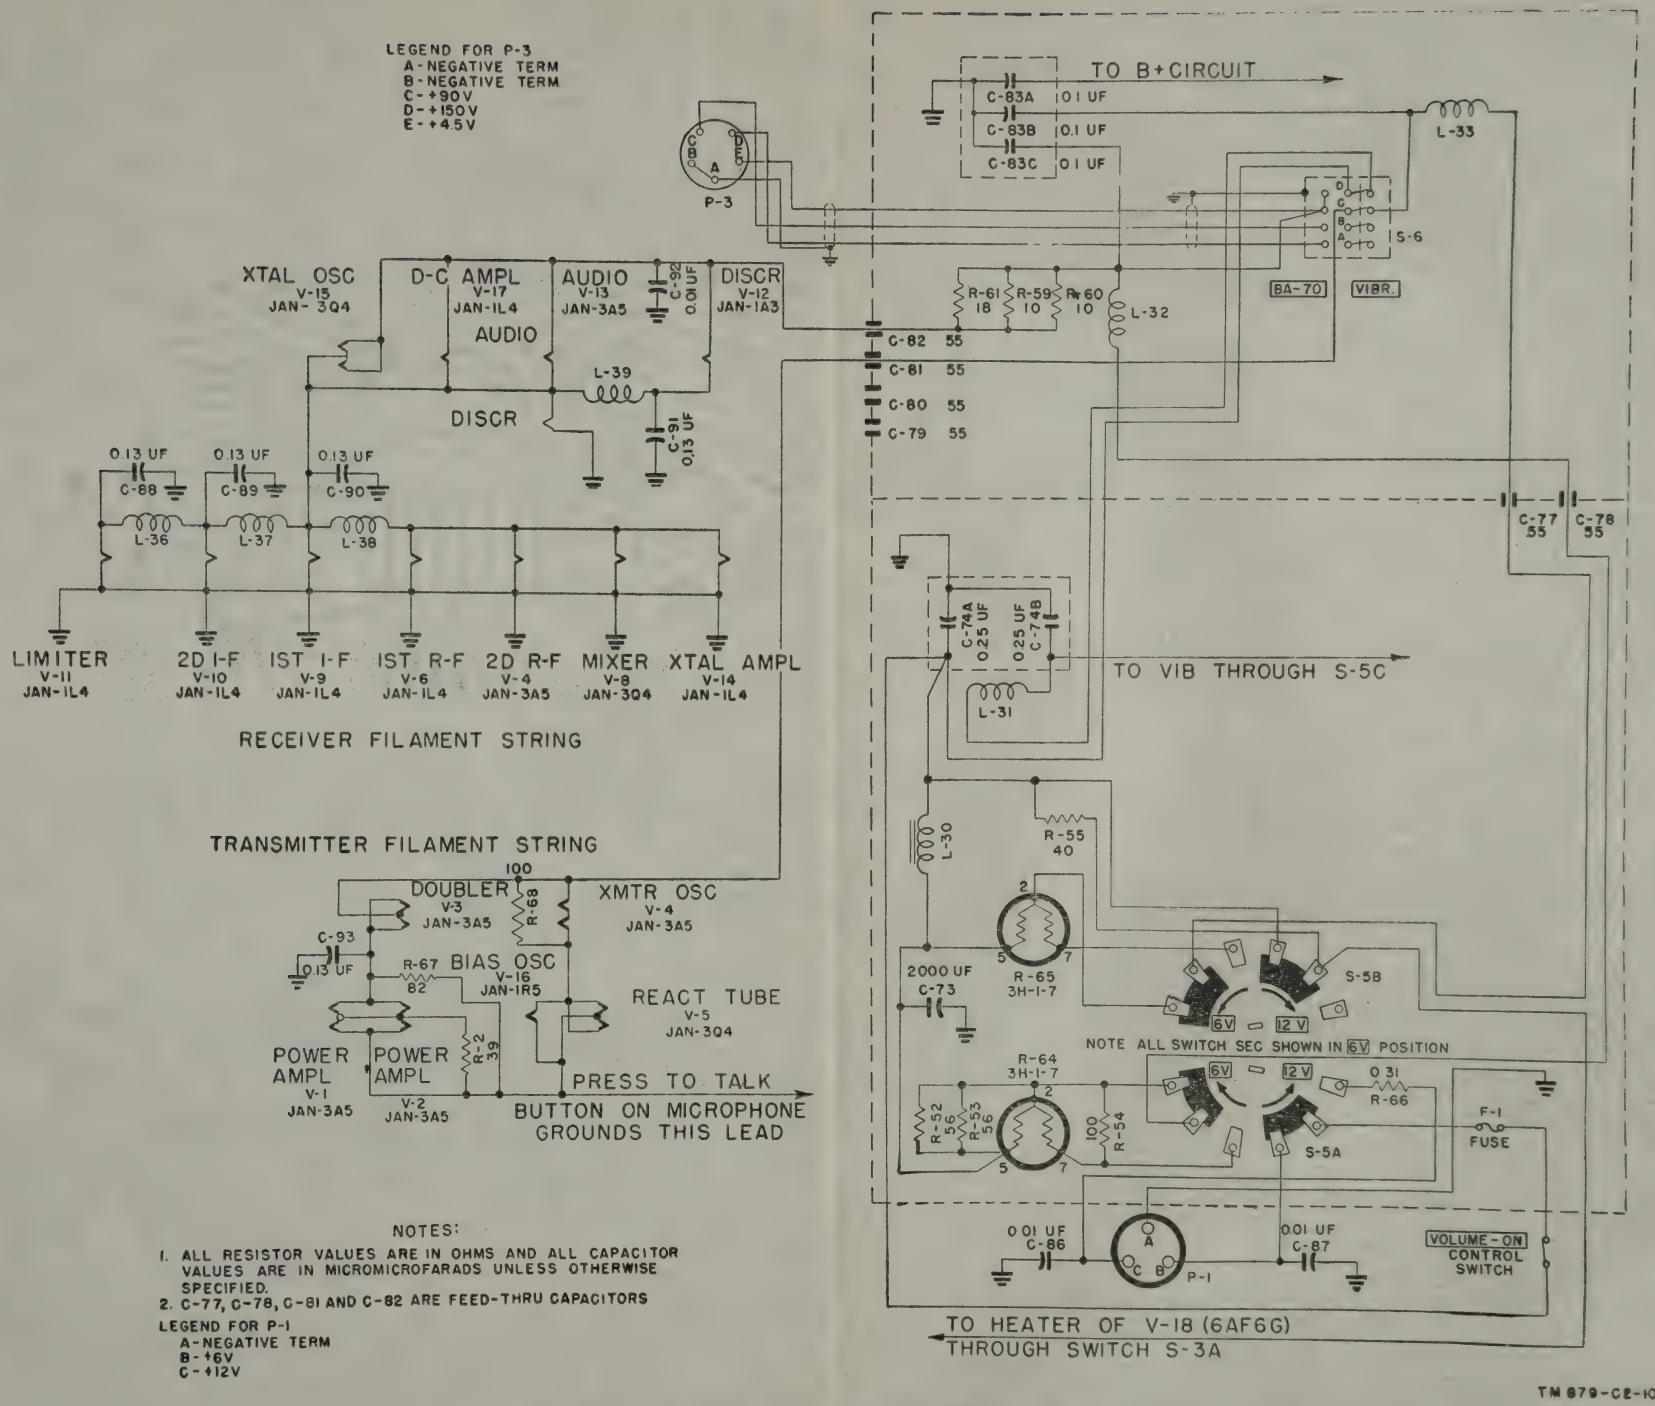

Figure 36.1. Receiver-Transmitter BC–1335–A, filament supply circuit schematic diagram.
tion, connector P–3 is connected directly to the receiver-transmitter circuits and the vibrator power supply is disconnected (fig. 35.1). Connector P–3 receives the cable of Battery Box CY–740/PRC which contains Battery BA–70. Pins A and B of P–3 are paralleled and connected to the common negative circuit and to ground. Pin C is at 90 volts, pin D at 150 volts, and pin E at 4½ volts potential, when the dry battery is fresh. See figure 36.1 for a simplified filament schematic diagram.
a. When switch S–6 on Receiver-Transmitter BC–1335–A is in the BA–70 position, connector P–3 is connected directly to the receiver-transmitter circuits (fig. 36.1). Voltage regulator resistors R–64 and R–65 are disconnected from the circuit. The 4.5 volts on pin E of connector P–3 is connected to the transmitter filament string. This voltage (4.5 volts) is also applied to the receiver filament string through receiver filament voltage-dropping resistors R–59, R–60, and R–61 in parallel. These resistors drop the voltage to 2.8 volts.